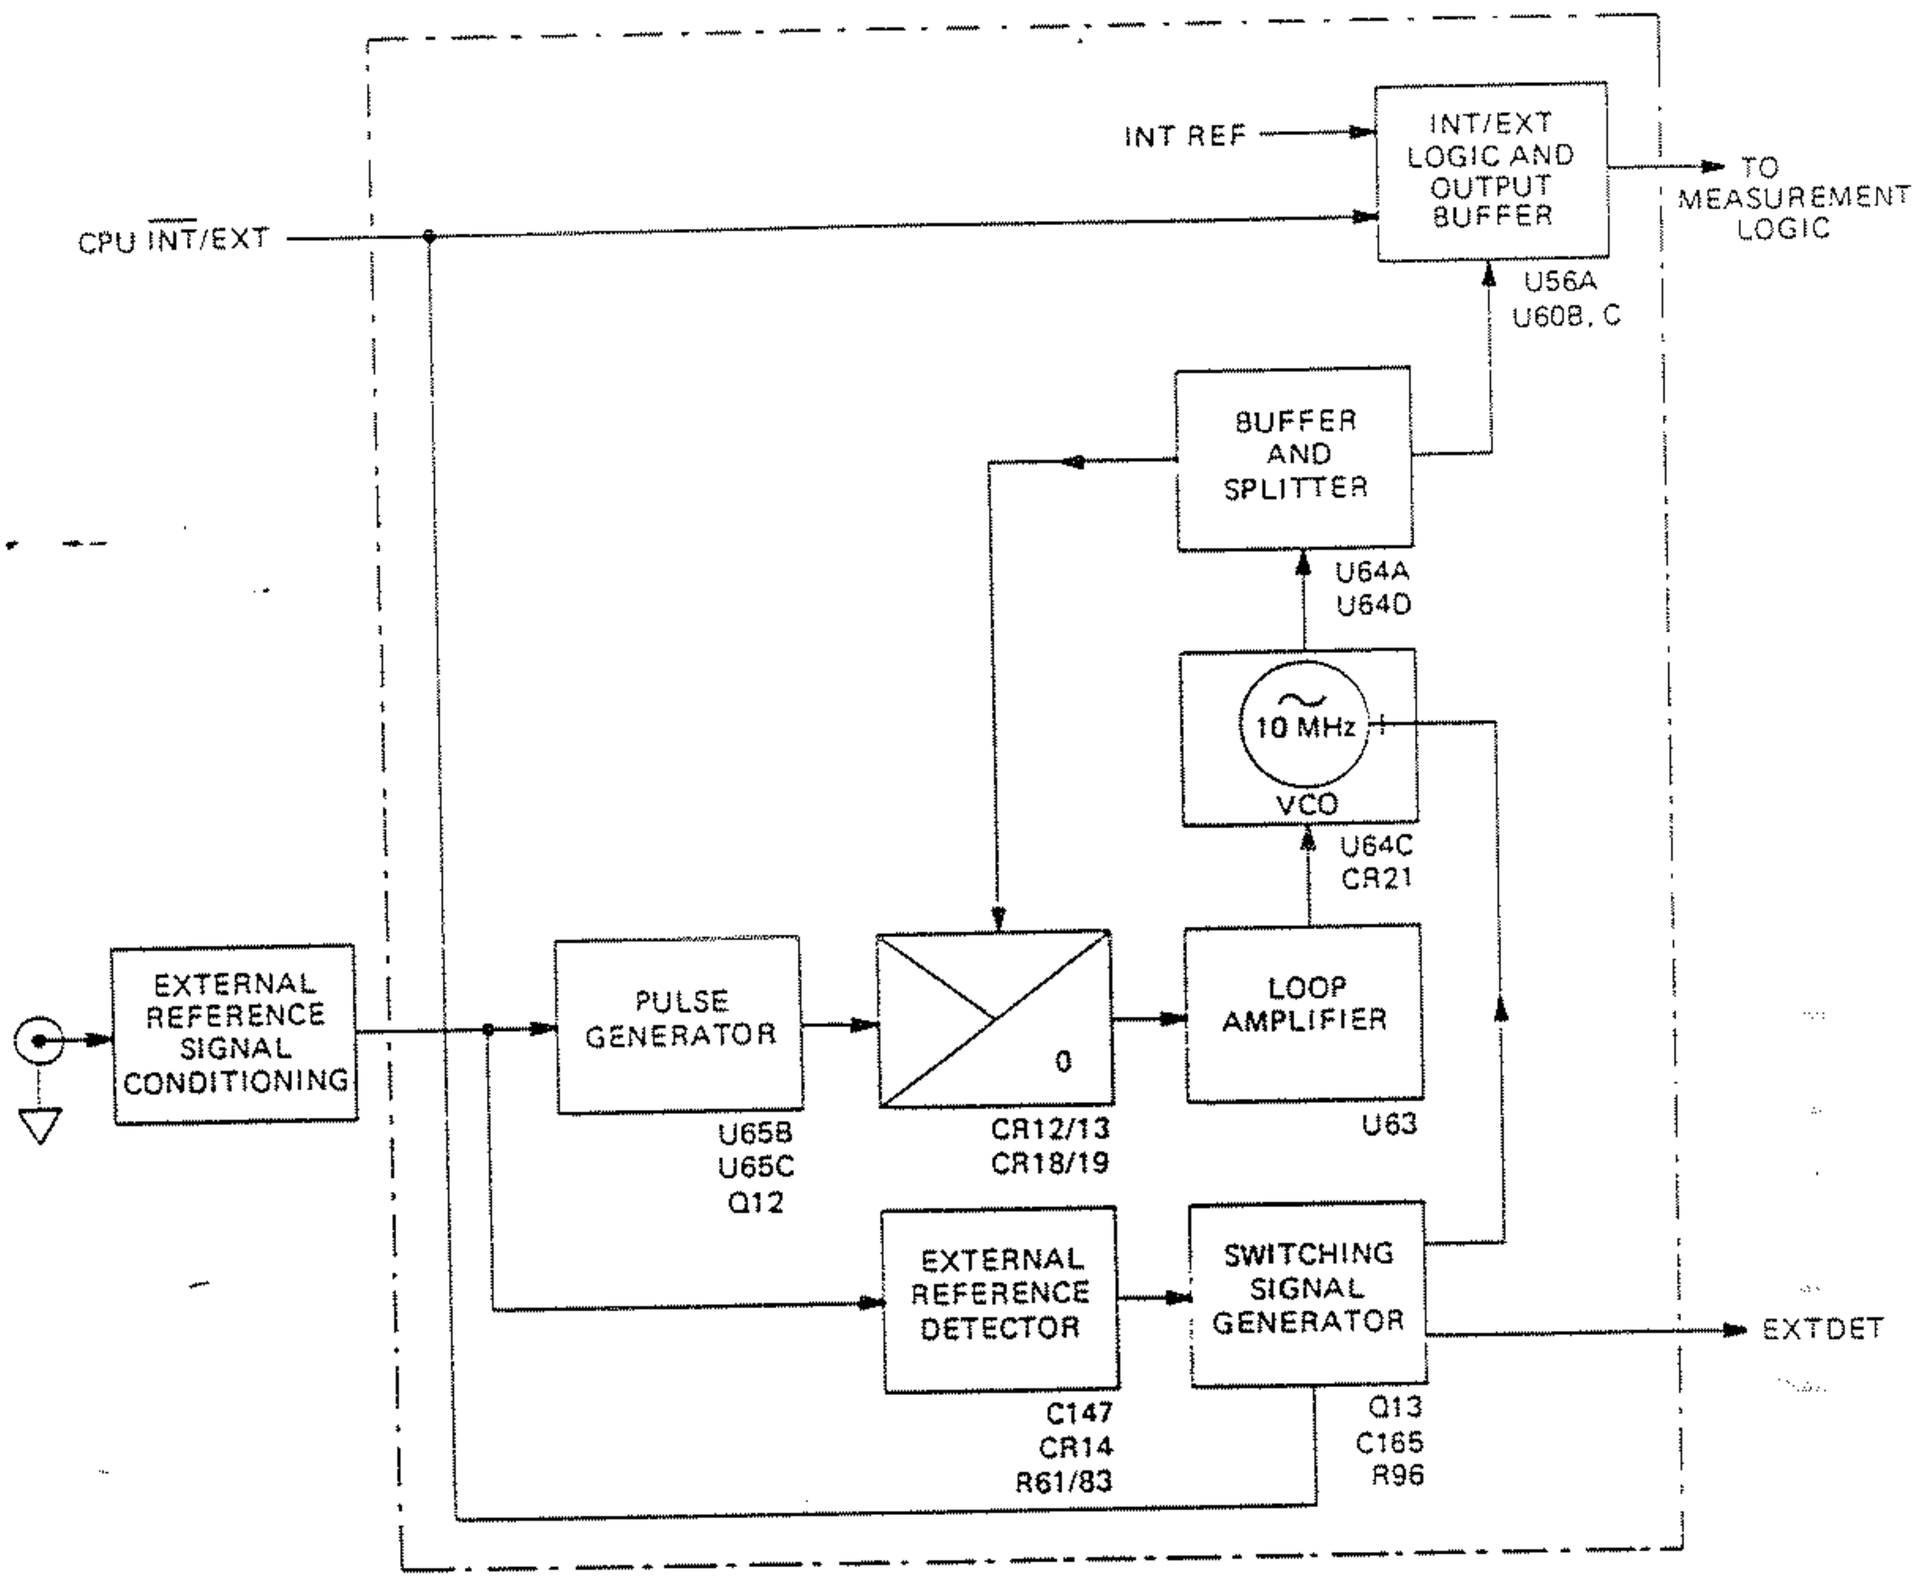

Figure 5.16 - Simplified Diagram for the External Frequency Multiplier Block
5.3.10.1.1 Refer to Figure 5.16 which shows a block diagram of the external reference multiplier. The input to the circuit is taken from the REF-IN connector on the instrument's rear panel, via a signal conditioning circuit.